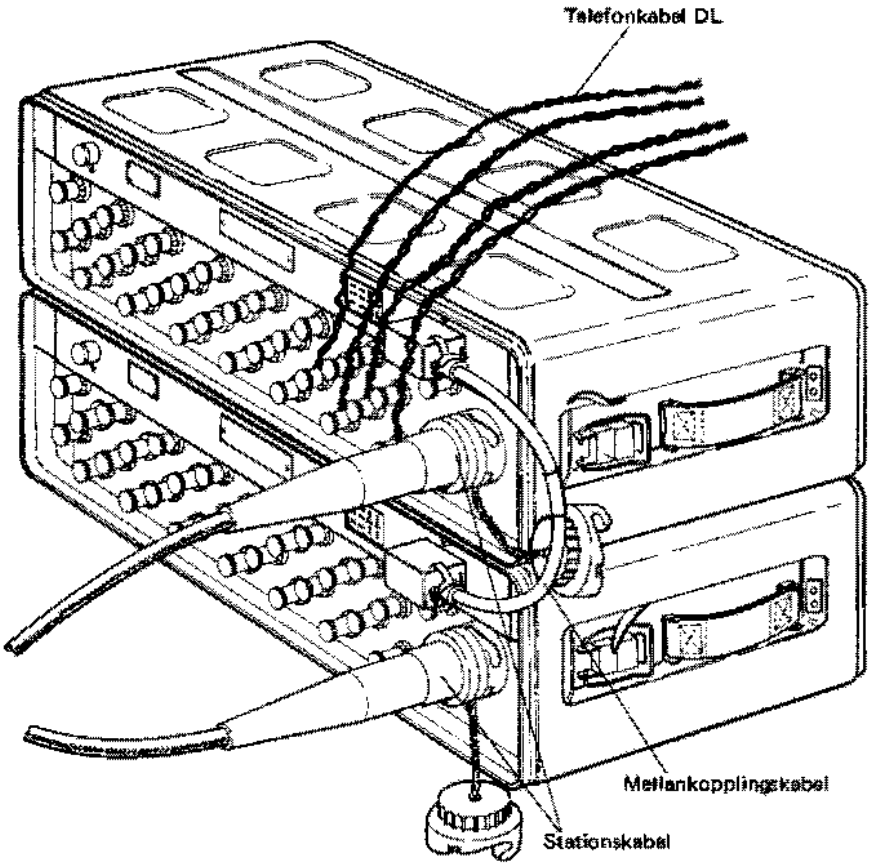

Bild 15. Telefonväxel 24DL sedd bakifrån
3. Anslut mellankopplingskabelns ena ände till ett av de två hylstagen på telefonväxelns baksida och dess andra ände till ett av de två hylstagen på växeltillsatsens baksida (bild 15).
7. Bygg ut stationskablarna och anslut dem till anslutningstagen på telefonväxelns och växeltillsatsens baksidor (bild 15). I stationskablarnas bortre ändar ansluts anslutningsplint 10DL,2. Fäst plintarna med remmarna eller häng dem på spikar vid lämpligt fäste (träd, stolpe, vägg etc).